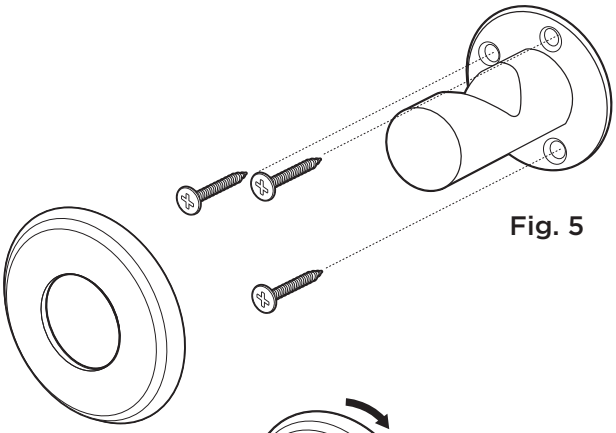

Fig. 5
- To install the bag hook, measure up 44″ from finished floor in the desired location and mark the wall. **Fig. 5**